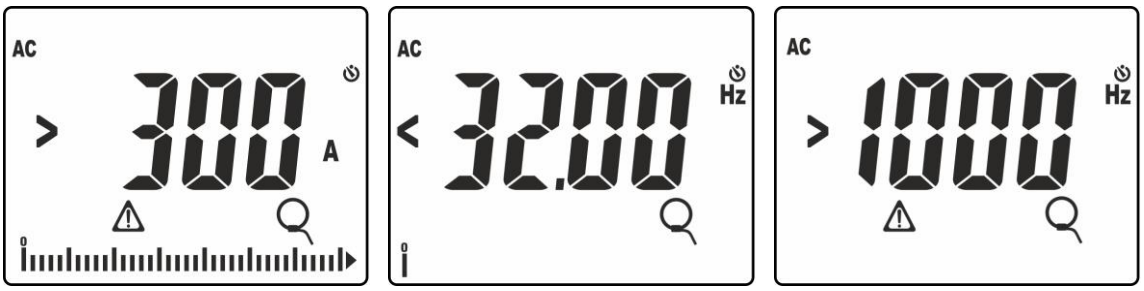

Fig. 41: Situations anormales sur la mesure de courant avec transducteurs à pince
11. Le message **«>300A»** indique que la valeur du courant mesuré est supérieure au fond d'échelle configuré (300A dans le cas de la Fig. 41). Si les messages **«<32.00Hz»** ou **«>1000Hz»** sont affichés, la valeur de la fréquence du courant mesuré se trouve en dehors de l'intervalle de mesure **32Hz - 1000Hz.**